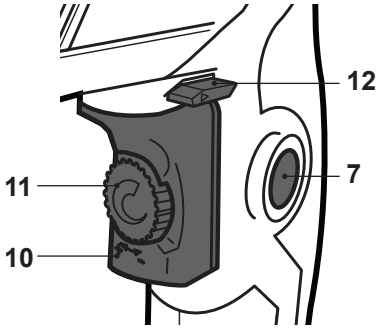

Fig. 9
> Ligue o produto pressionando o interruptor Ligado/Desligado (10) (Fig. 9).
> Desligue o produto soltando o interruptor Ligado/Desligado (10) (Fig. 9).
> Ligue o produto e mantenha o interruptor Ligado/Desligado (10) pressionado (Fig. 9).
> Pressione o botão de bloqueio (7) para bloquear o interruptor Ligado/Desligado (10) (Fig. 9).